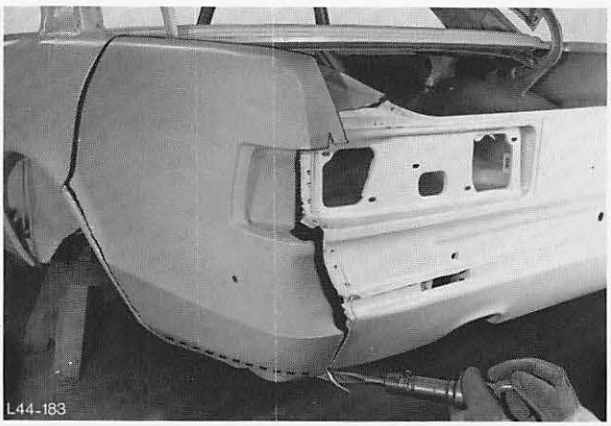

Abb. 180 Seitenwand – Teileinsatz komplett austrennen
7. Seitenwand – Teileinsatz an Rückwandblech, Bodenverlängerung und Radhaus austrennen, Abb. 180.